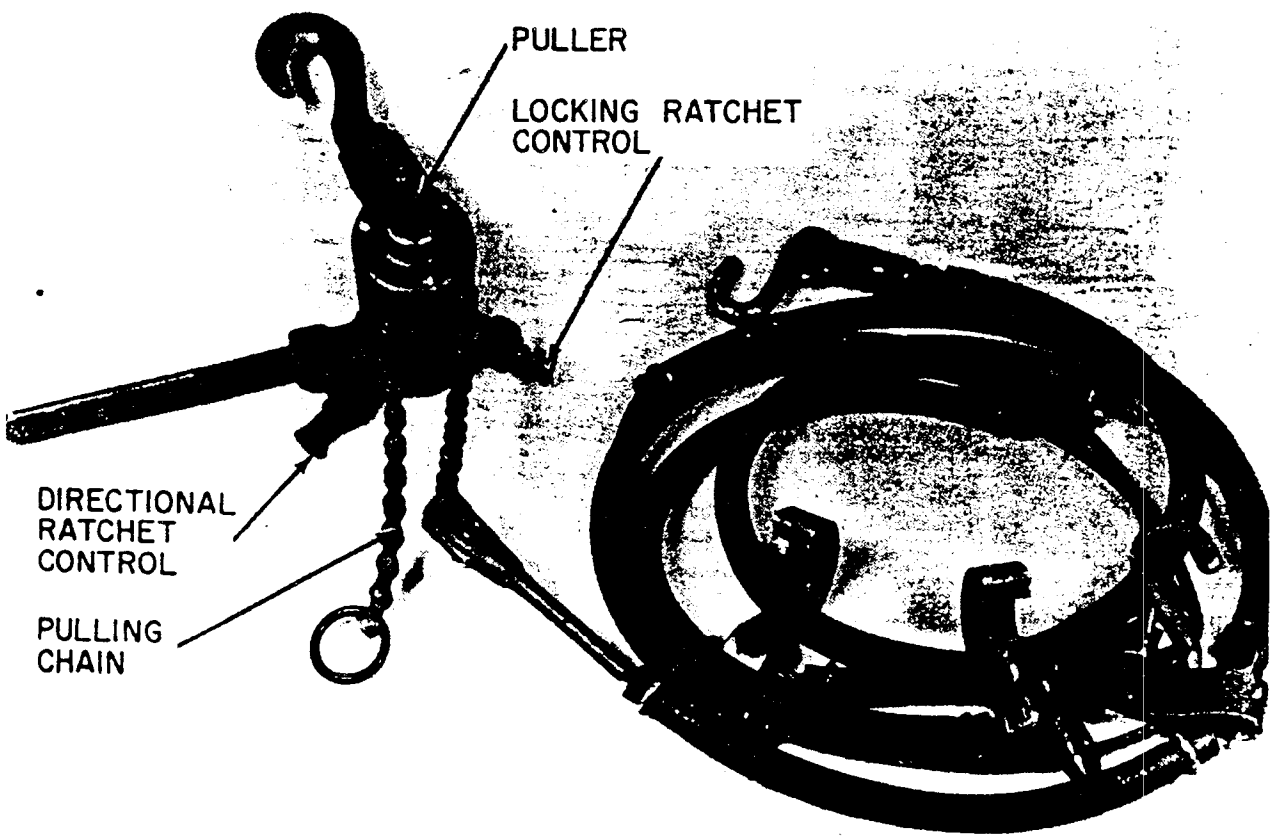

*Figure 193. Tie-down mechanisms.*
**6, 7,** and **8** remove the tiedown assemblies which secure the acquisition modulator, the rf coupler, and the antenna drive unit to the trailer floor (fig. 193).